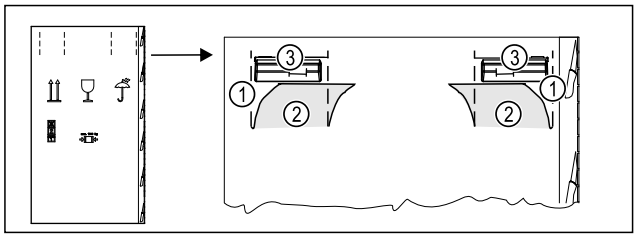

Fig. 5
- ▶ Introduire le carton d'emballage en haut au niveau de la perforation *Fig. 5 (1)*.
- ▶ Retirer les languettes enfoncées *Fig. 5 (2)*.
- ▷ La poignée de transport *Fig. 5 (3)* à droite et à gauche est visible.
- ▶ Tenir l'appareil au niveau des poignées de transport *Fig. 5 (3)*.